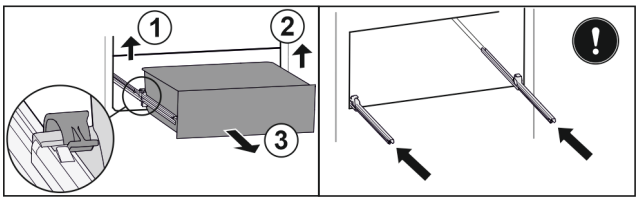

Fig. 210
▶ 提起左侧夹子，同时将抽屉左侧向前拉。 *Fig. 210 (1)*
▶ 提起右侧夹子，同时将抽屉右侧向前拉。 *Fig. 210 (2)*
▶ 朝前取出抽屉。 *Fig. 210 (3)*